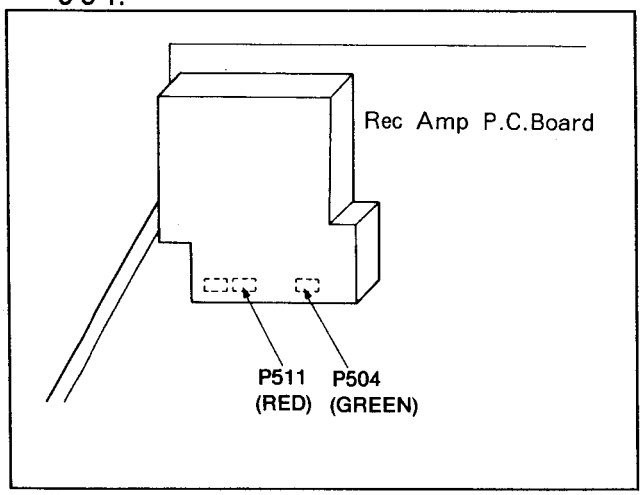

Fig. 6-3-1 Drum Connector P504, P511 Removal
1. Remove the top panel (Refer to item 2-1).
2. Disconnect the P504 and P511 as shown in Figure 6-3-1.